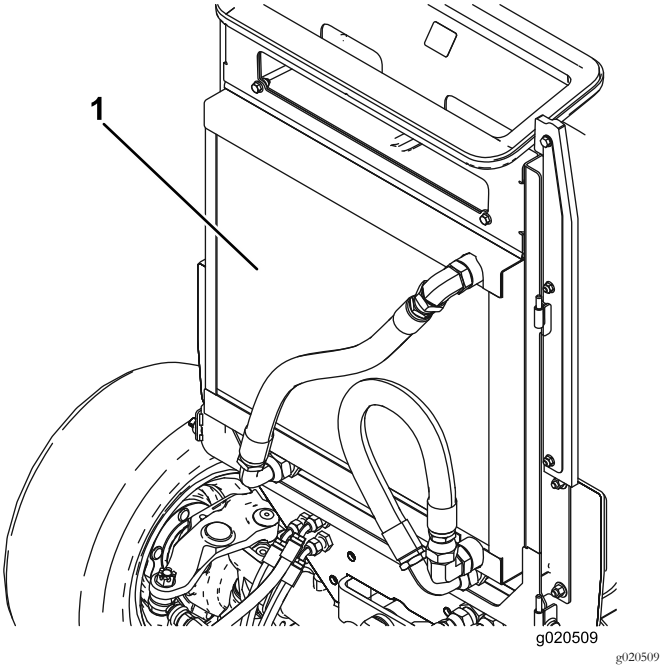

Figur 63
3. Rengör noga på båda sidor om oljekylaren och kylaren (Figur 63) med tryckluft. Börja framifrån och blås skräpet bakåt. Rengör sedan bakifrån och blås framåt. Upprepa detta flera gånger tills alla beläggningar och allt skräp är borta.